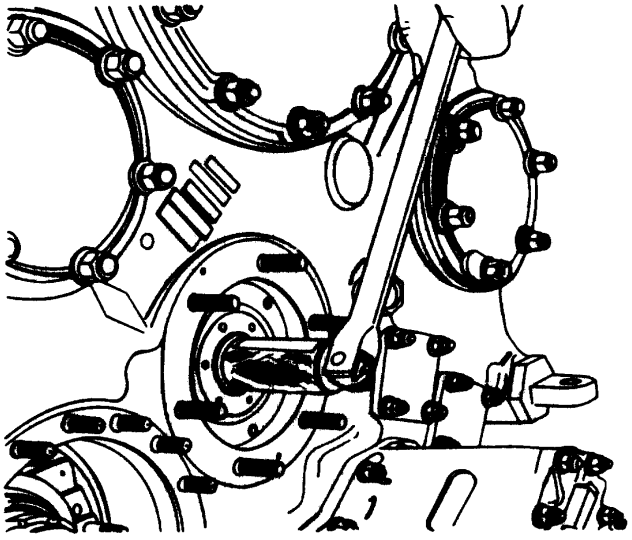

Figure 6. Turning Starter Shaft Using 23032404 Spline
(3) Apply 60–100 psig shop air to release the brake, while turning starter shaft using 23032404 spline (figure 6).